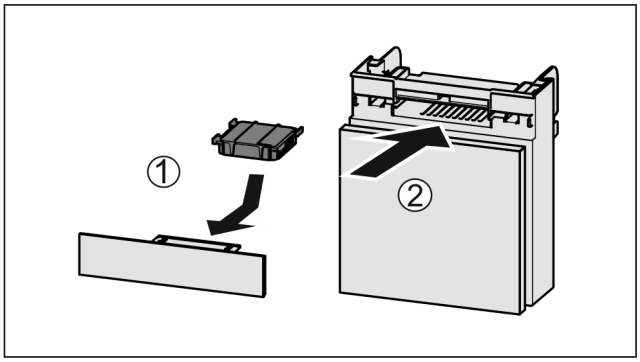

Fig. 158
▶ Insert the carbon filter as shown in the diagram *Fig. 158 (1)*.
▶ Push the compartment in *Fig. 158 (2)*.